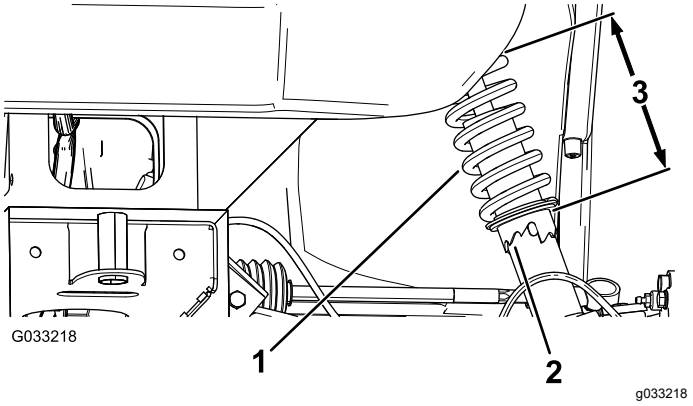

Figur 55
2. Justera hjulet till rätt riktning genom att rotera kragen på stötdämparen med rörtången om hjullutningen är felinställd (Figur 55).